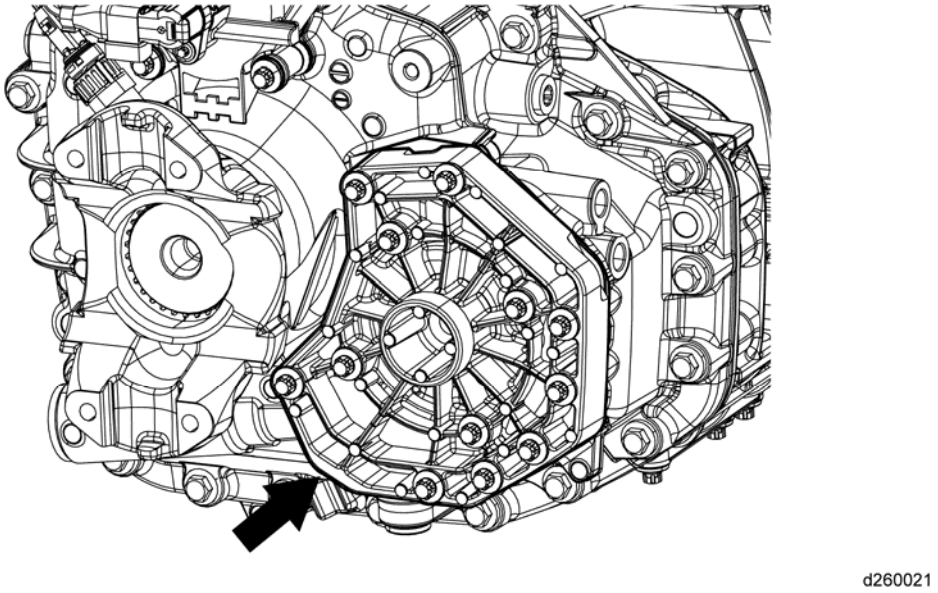

Figure 4 – Oil Pump Cover
10. Remove the cap screws that attach the oil pump cover to the transmission housing. Remove the oil pump cover. See Figure 4.